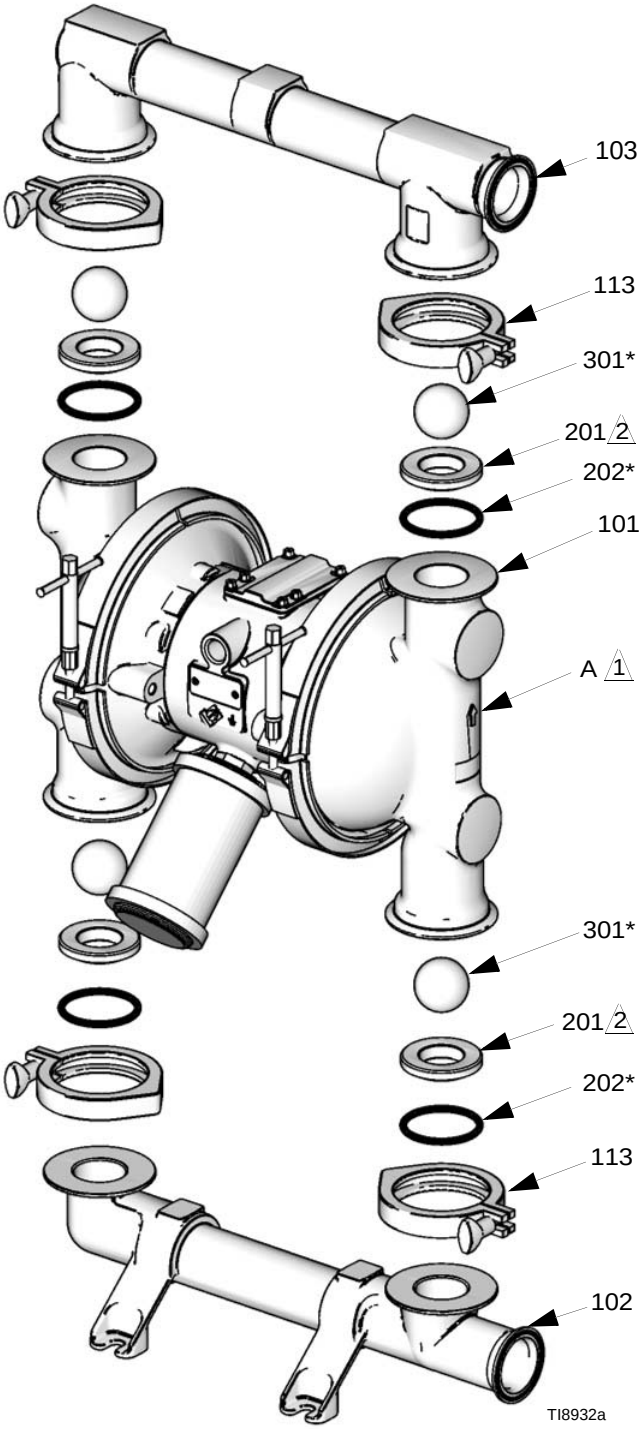

FIG. 9
- To ensure proper seating of the balls (301), always inspect the seats (201) when replacing the balls. Replace seats as necessary if seating surface shows evidence of wear. Also, replace the o-rings (202) as necessary. PTFE o-rings should be replaced every time manifolds are removed.
3. Remove the clamps (106) holding the outlet manifold (103) to the fluid covers (101). See FIG. 9.
4. Remove the o-rings (202), seats (201), and balls (301) from the manifold (103).
5. Turn the pump over and remove the inlet manifold (102). Remove the o-rings (202), seats (201), and balls (301) from the fluid covers (101).
2. Reassemble in the reverse order, following all notes in FIG. 9. Be sure the ball checks and manifolds are assembled **exactly** as shown. The arrows (A) on the fluid covers (101) **must** point toward the outlet manifold (103).